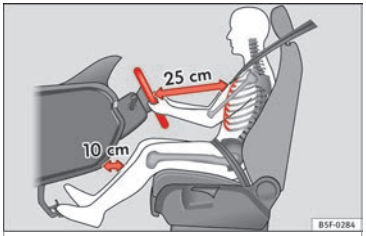
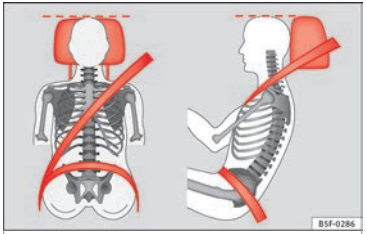

Fig. 1 The correct distance between the driver and the steering wheel must be at least 25 cm (10 inches).
Fig. 2 Correct belt web and head restraint positions
- Adjust the head restraint so that its upper edge is at the same level as the top of your head, or as close as possible to the same level as the top of your head and under no circumstances below eye level. Keep the back of your neck as close as possible to the head restraint ››› Fig. 1 and ››› Fig. 2.
- Adjust the steering wheel so that there is a distance of at least 25 cm (10 inches) between it and your chest ››› Fig. 1 and so that you can hold the steering wheel with both hands on the outside of the ring at the 9 o'clock and 3 o'clock positions with your arms slightly bent.
- Adjust the driver seat forwards or backwards so that you are able to press the accelerator, brake and clutch pedals to the floor with your knees slightly angled and the distance between your knees and the dash panel is at least 10 cm (4 inches) ››› Fig. 1.